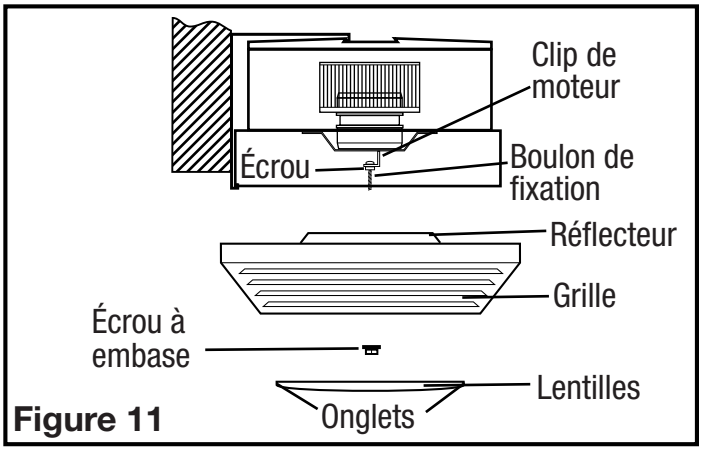

Figure 11
3. Installez le grille/la lentille/le réflecteur de lampe, en enlevant d'abord la lentille du grille (il y a deux languettes de chaque côté qui tiennent la lentille en place). Enlevez ensuite l'écrou borgne et la rondelle de freinage qui sont installés sur le boulon de fixation de réflecteur dans le logement du ventilateur. Ajustez la hauteur du boulon de fixation du réflecteur de sorte que le grille soit serré vers le haut contre le plafond de finition et moins de 1/4 po du boulon de fixation du réflecteur dépasse par le réflecteur. Fixez la position du boulon du réflecteur en serrant l'écrou d'origine contre le clip du moteur **(Figure 11).**